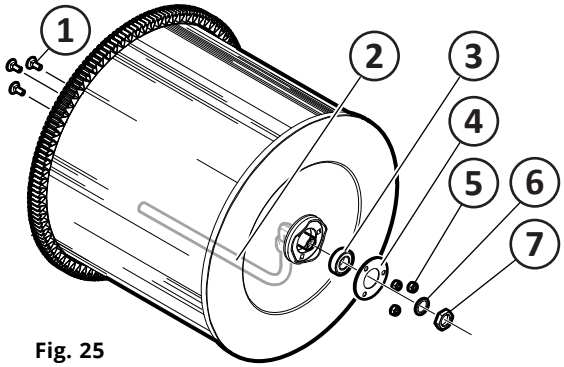

Fig. 25
1. Flachrundschrauben (1, **Fig. 25**) und Düse (2) wieder in die Filterpatrone einsetzen.
2. Lager (3) montieren, die Abdeckplatte (4) zurücksetzen und mit den Sicherungsmuttern (5) festschrauben.
3. Die Düse (2) mit Unterlegscheibe (6) und Mutter (7) festschrauben.